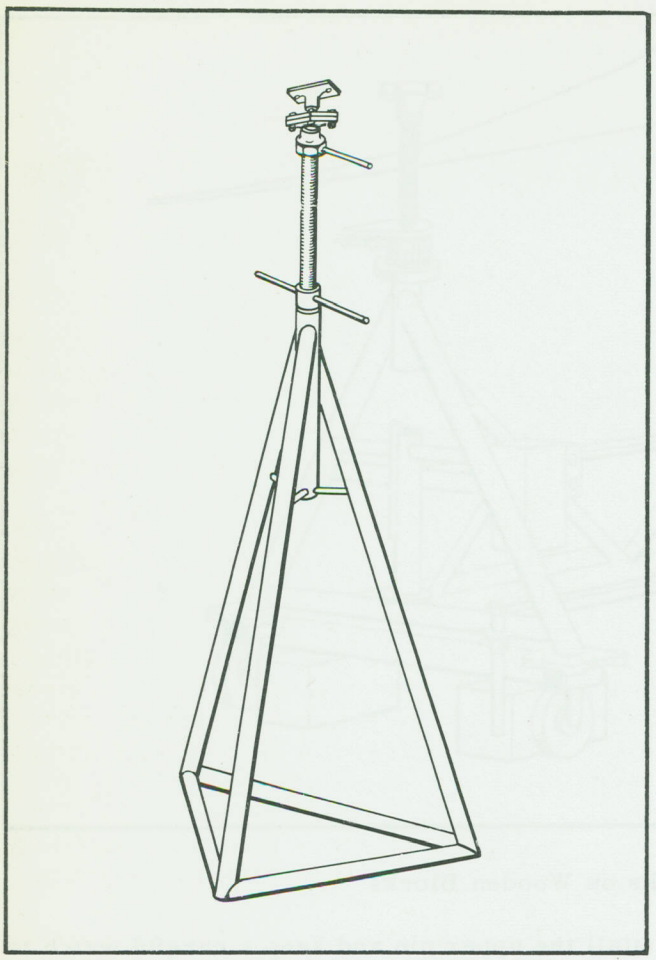

Figure 2-18 Tripod Wing Jack
q. Install a tripod wing jack (Figure 2-18) at the mooring lug location on the outer wing panel. To install the jack, the mooring lug must be removed. Attaching jack to the lug nut plates, adjust the wing stand so the weight of the wing is resting on it.